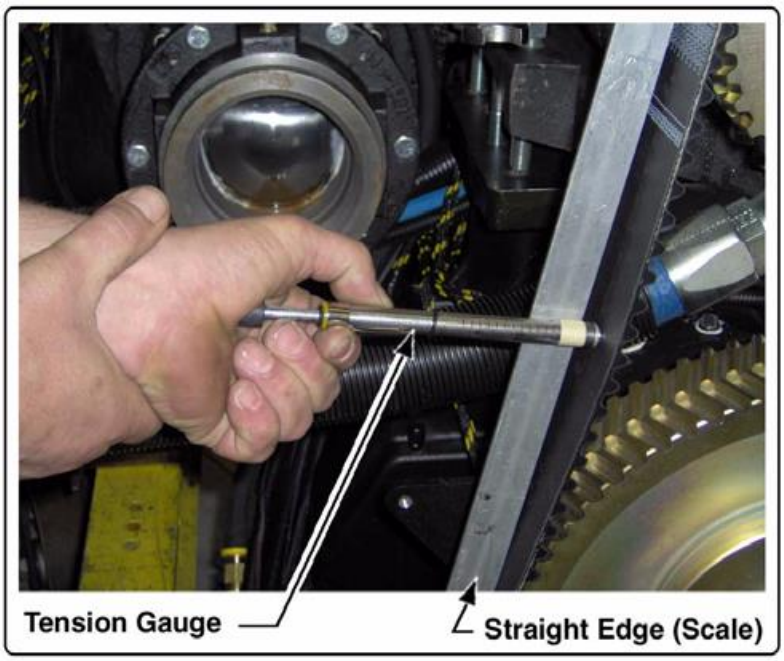

Figure 40 Measuring Tension using a Scale
1. Use a belt tension gauge to determine the tension applied to the belt and check on the left side of the unit (See Figure 40).
4. Make sure that the body of the strain gauge is perpendicular to the belt when applying force. (See Figure 40) Push gauge towards the belt until the body of the gauge moves 5/16” (8 mm) along the scale (or ruler) to the large O-ring setting. (See Figure 40)